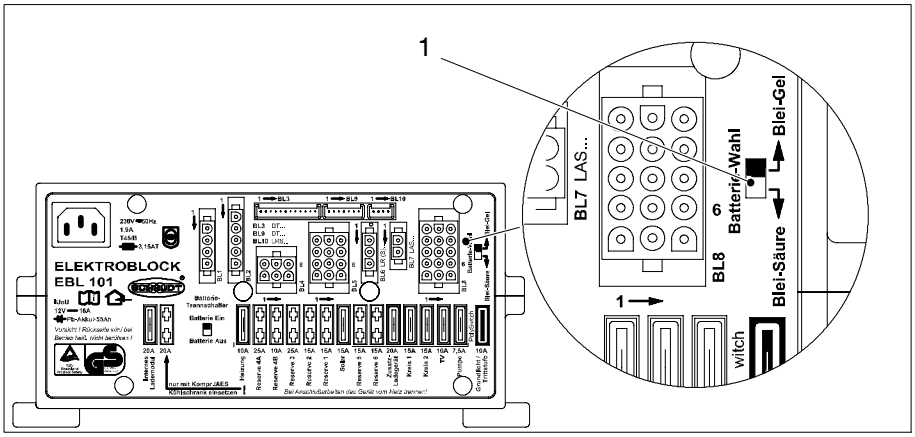

Fig. 1 Battery selector switch
- Ensure that the battery selector switch (Fig. 1, Pos. 1) is set to the correct position for the inserted battery.
➤ Set the battery selector switch (Fig. 1, Pos. 1) to the correct position using a thin object (such as a ballpoint pen):